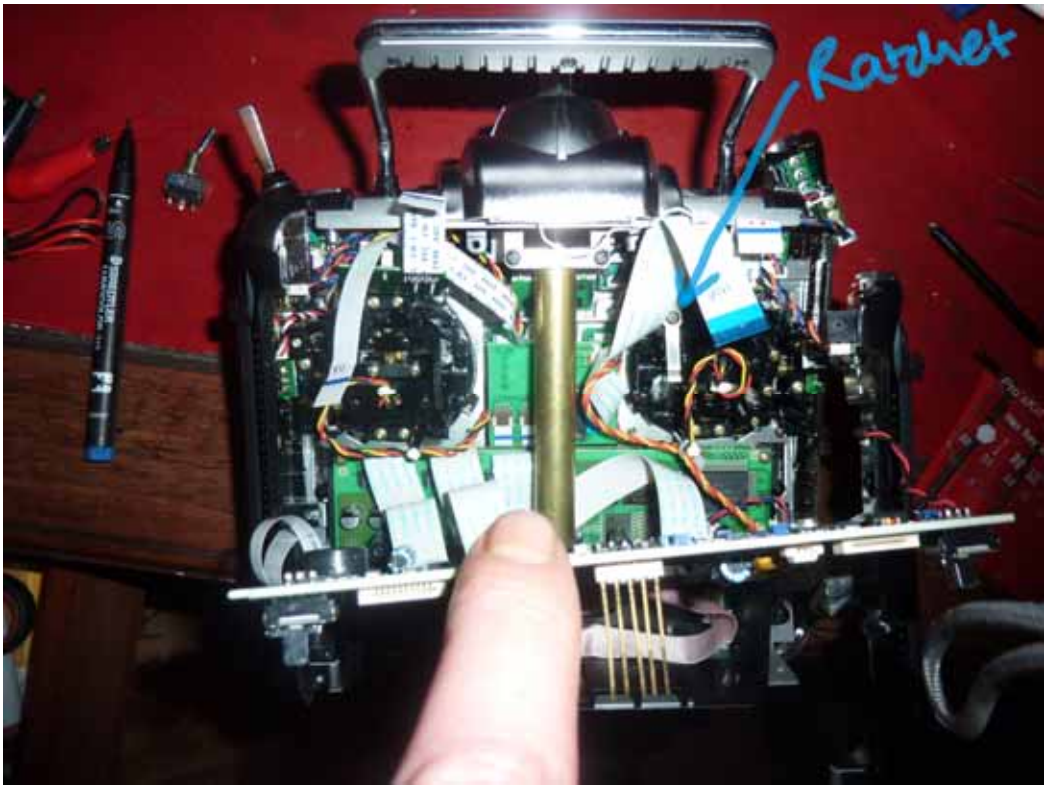

Figure 11 Lever up the PCB - Note: Metal Ratchet on Throttle at Right
4. You will now be able to lever up the main PCB as shown in see Figure 11 to gain access to the front face controls etc.
To remove the ratchet action on the Throttle for Helicopter flying, the technique I use is to make a 'ratchet smoother' from a strip of beer can (see Figure 12) or scrap plastic. This strip is cut to fit under the existing ratchet (see Figure 11) and has a hole in one end so it can be held in place by the existing ratchet's screw. This whole assembly of ratchet and 'ratchet smoother' is then screwed back into place (see Figure 13). I find this works much better than flipping the metal ratchet lever upside down which still results in some unwanted 'ratchet' feel. In all cases I'd advise against sanding down the plastic gear to remove the ratchet effect as this would likely result in a non-uniform control feel unless done very, very carefully.